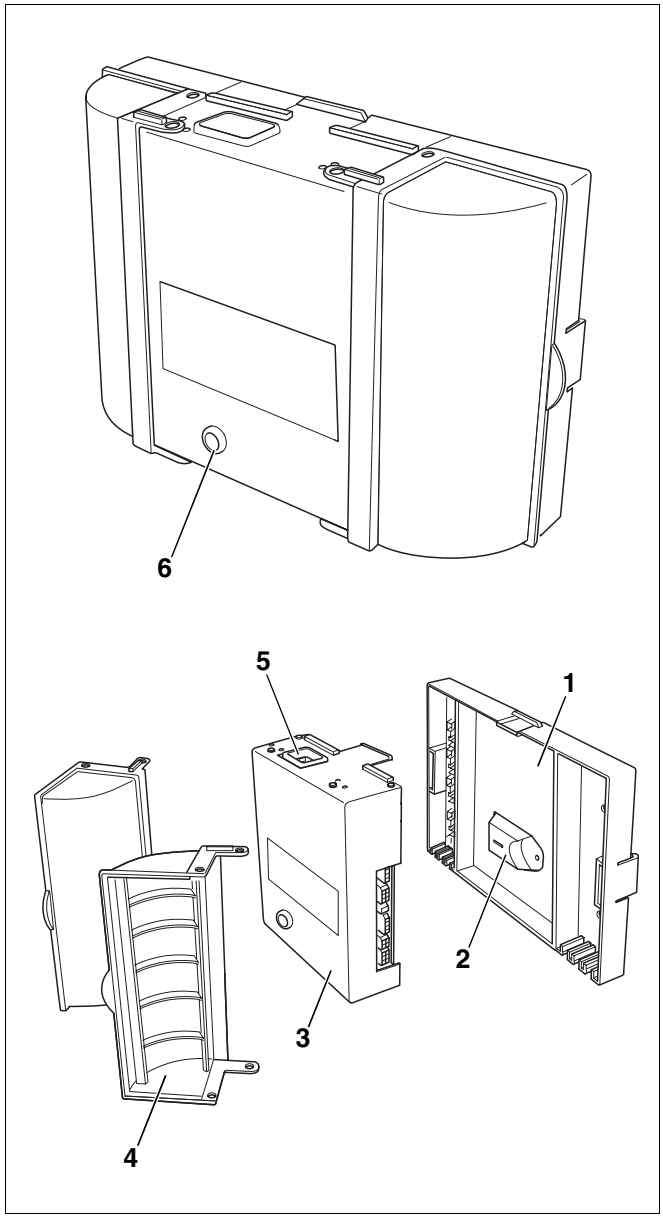

Abb. 1 Digitaler Feuerungsautomat SAFe
– Grundplatte (Abb. 1, **Pos. 1**) mit Kabelfixierung
– Brenner-Identifikationsmodul (BIM, Abb. 1, **Pos. 2**), dient der Anpassung des Feuerungsautomaten an den Brenner.
– Modul-Feuerungsautomat (Abb. 1, **Pos. 3**)
– Abdeckklappen (Abb. 1, **Pos. 4**)
– Kaltgeräteanschluss (Abb. 1, **Pos. 5**)
– Entstörtaster mit LED (Abb. 1, **Pos. 6**)